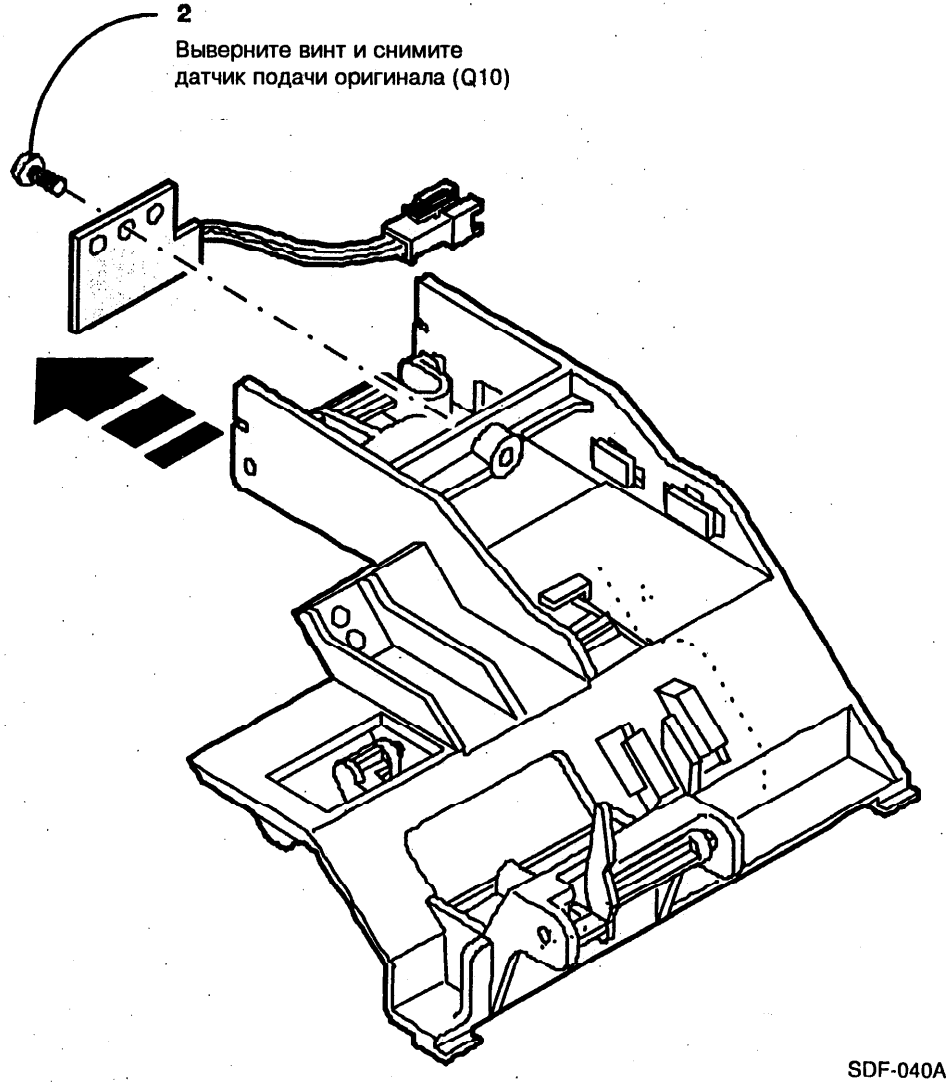

Рис. 1. Снятие датчика подачи оригинала (Q10)
2. (Рис. 1) Снимите датчик выхода оригинала (Q10)